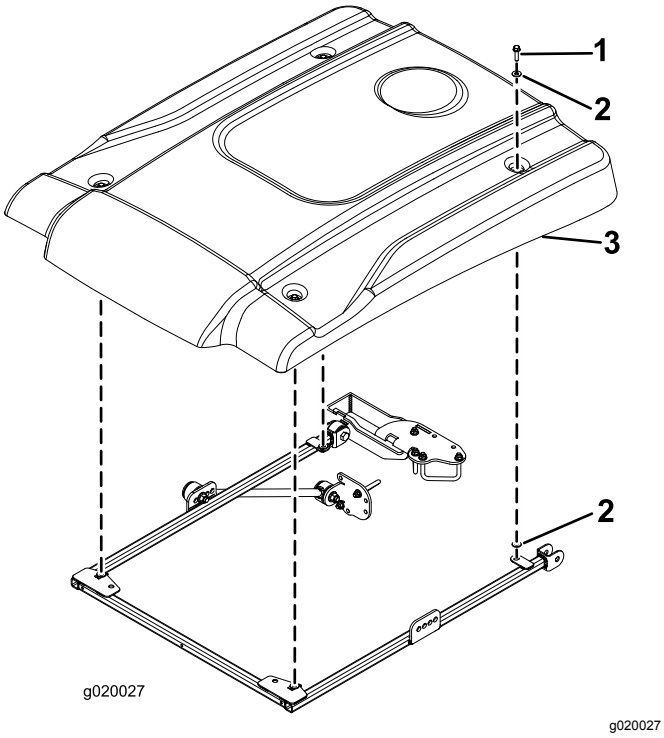

Figur 16
15. Sätt solskärmen på ramen i enlighet med Figur 16 och rikta samtidigt in monteringshålen.
16. Montera solskärmens hörn löst på ramen med en flänsskruv (5/16 × 1¼") och två små brickor (Figur 16). Placera en bricka på var sida om solskärmens gummihylsa.